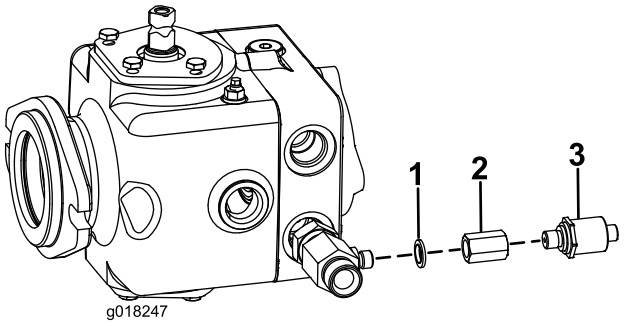

Figur 6
3. Skru trykkbryteradapteren på T-stykket med 1/4 tommes dowtypakning (Figur 6).
4. Skru trykkbryteren på denne adapteren (Figur 6). Stram bryteren med et moment på 34 Nm.